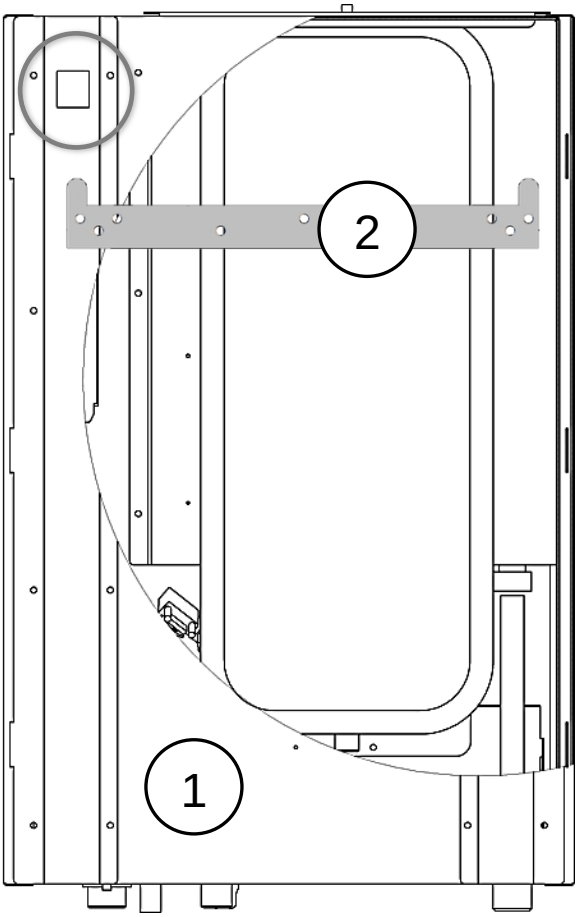

Рис. 12 Монтажные отверстия электрокотла
- После крепления монтажной планки (кронштейна) на стене (несущей поверхности) навесить котел монтажными отверстиями на крюки монтажной планки (См. Рис. 12).